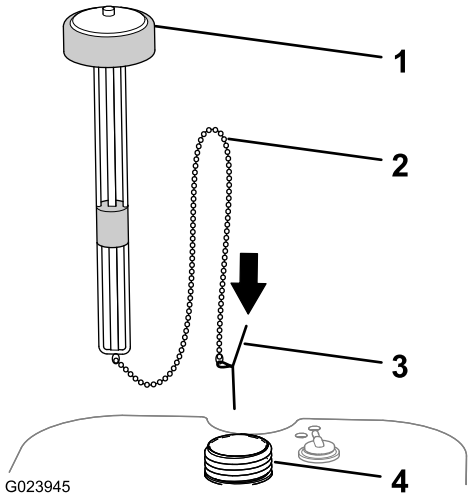

Figure 11
1. Insérez dans le goulot de remplissage du réservoir de carburant la goupille de retenue située au bout de la chaîne du bouchon/jauge de carburant (Figure 11).
2. Placez le bouchon/jauge de carburant au-dessus du goulot de remplissage et insérez la chaîne qui pend au bout de la jauge dans le goulot de remplissage (Figure 11).
3. Vissez le bouchon sur le goulot de remplissage du réservoir de carburant à la main (Figure 11).